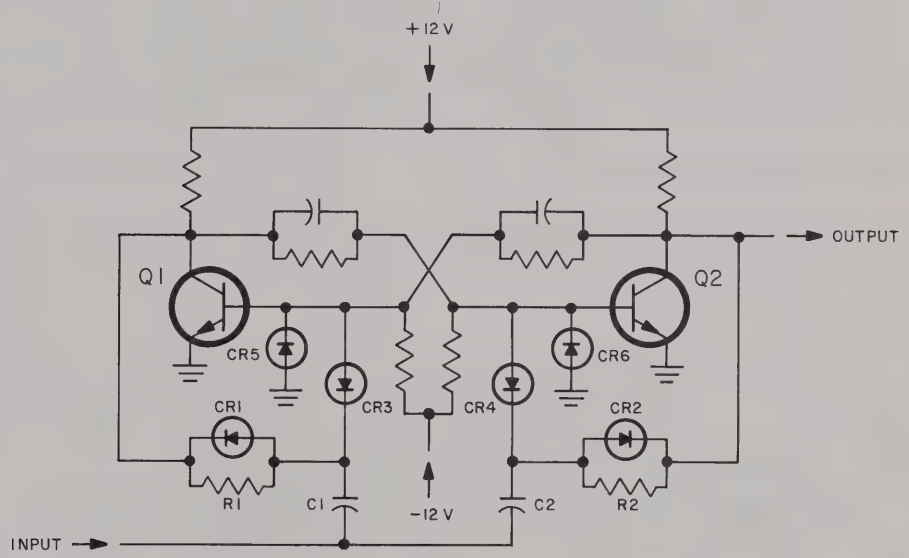

Figure 4-20. Typical Low-Speed Count Decade Flip-Flop, Simplified Schematic Diagram
Each count decade consists of four bi-stable multivibrators (flip-flops) coupled together in such a way so as to produce one output pulse for each ten input pulses. Figure 4-20 shows a typical flip-flop used in the 10-mc and 300-kc counting rate decades. Reference designators assigned in figure 4-20 apply to figure 4-20 only.
c. USEFUL ILLUSTRATIONS. — Illustrations useful in maintaining this functional section are: figures 4-20, 4-21, 4-22, 4-23, 4-24, 5-47, 5-48, 5-49, 5-71, 5-72, 5-73, 5-74, and 5-75.